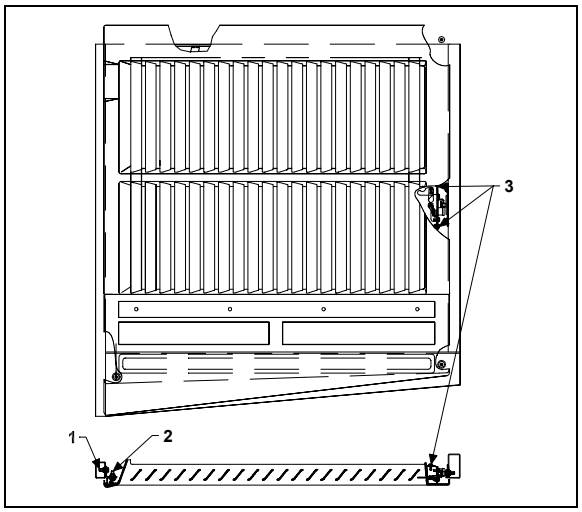

FIGURE 54: RADIATOR DOOR 18191
1. Loosen the nuts (1, Fig. 54) holding the hinge to the vehicle structure to shift the door "IN or OUT" and "UP or DOWN".
2. Loosening nuts (2, Fig. 54) allows the door to be shifted "LEFT or RIGHT" and "UP or DOWN".